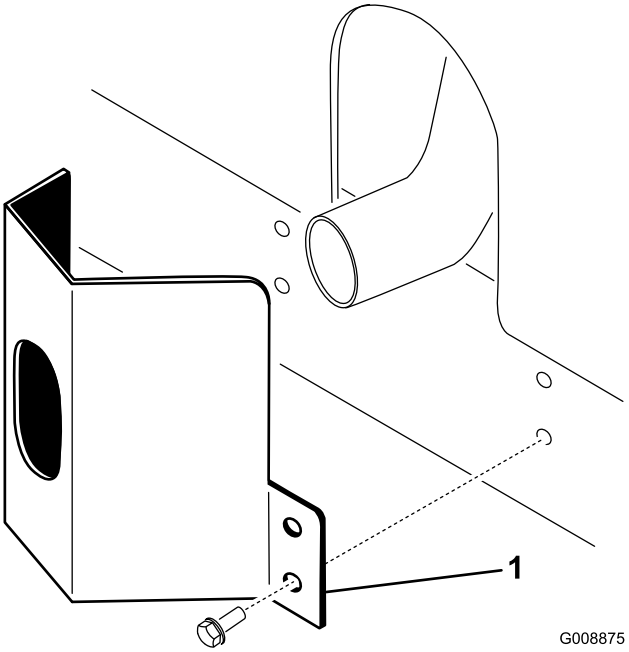

Figur 9
1. Placera avgasskyddet runt ljuddämparen och passa in monteringshålen mot hålen i ramen (Figur 9).
2. Fäst avgasskyddet vid ramen med fyra självgängande skruvar (Figur 9).